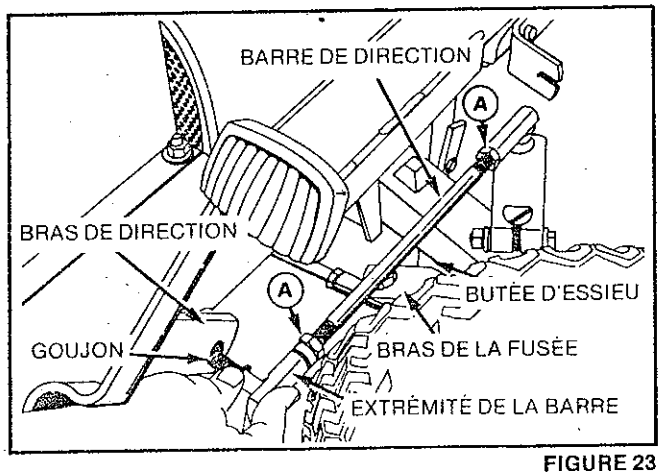

FIGURE 23
Lors d'un virage à fond à droit, le bras de la fusée doit entrer en contact avec la butée de l'essieu, comme illustré en figure 23. Lors d'un virage à fond à gauche, le bras de la fusée gauche doit entrer en contact avec la butée gauche de l'essieu. Pour régler les butées de direction procédez de la manière suivante, après avoir vérifié le pincement.
1. Faites tourner les roues avant vers la droit jusqu'à ce que le bras de la fusée droite entre en contact avec la butée de l'essieu, figure 23.
2. Détachez l'extrémité de la barre de direction du bras de direction, figure 23, et desserrez les contre-écrous "A".
3. **Tournez la barre de direction, en empêchant l'extrémité de la barre de tourner, jusqu'à ce que le goujon se place dans la moitié arrière du trou du bras de direction, figure 23. Veillez à ce que la butée d'essieu soit en contact avec le bras de fusée.**